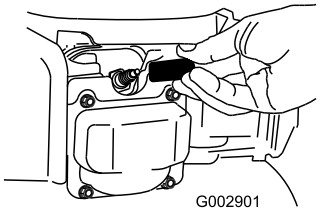

Figur 35
2. Koble fra tennpluggledningen fra tennpluggen (Figur 35) før du utfører vedlikeholdsprosedyrer.